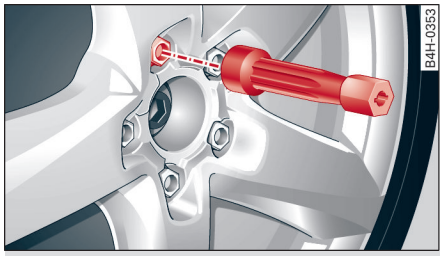

图 229 车轮：用于拧动螺栓的内六角头
▶ 用换插扳手（随车工具）中的内六角将最上面的那个车轮螺栓完全拧出 ⇨ *图 229*，并将其放在一块干净的垫物上。